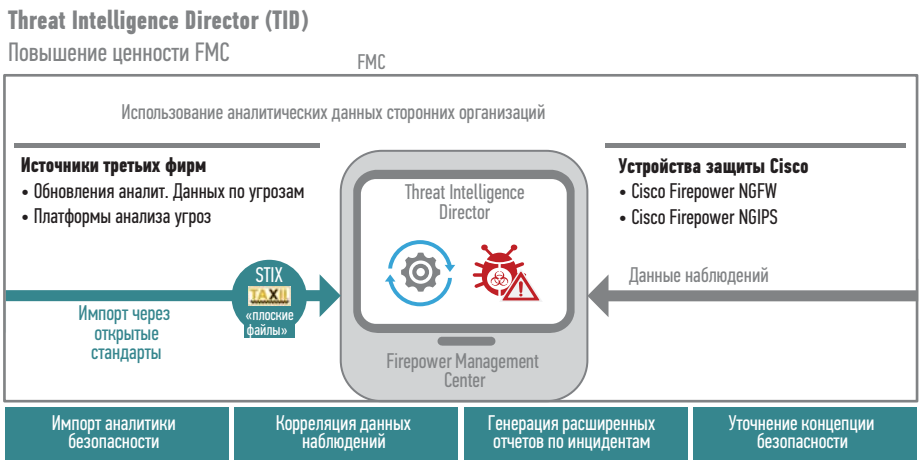

РИС. 3. ▲ Схема работы Threat Intelligence Director
- **Firepower Management Center (FMC)**. Дает возможность простого и полнофункционального администрирования большого количества устройств. В новых моделях масштабируемость управления увеличилась на 50% по сравнению с предыдущими. Для дальнейшего улучшения защиты FMC позволяет автоматизировать задачи обеспечения информационной безопасности, включая оценку, тонкую настройку, корреляцию, локализацию (containment) и ликвидацию последствий. При использовании вместе со стандартизованными FMC технологии Cisco Threat Intelligence Director (TID) можно автоматически загружать и коррелировать результаты анализа угроз, поступающие от заказчиков и третьих фирм, обеспечивая дополнительную защиту на уровне датчиков безопасности в сети (рис. 3).